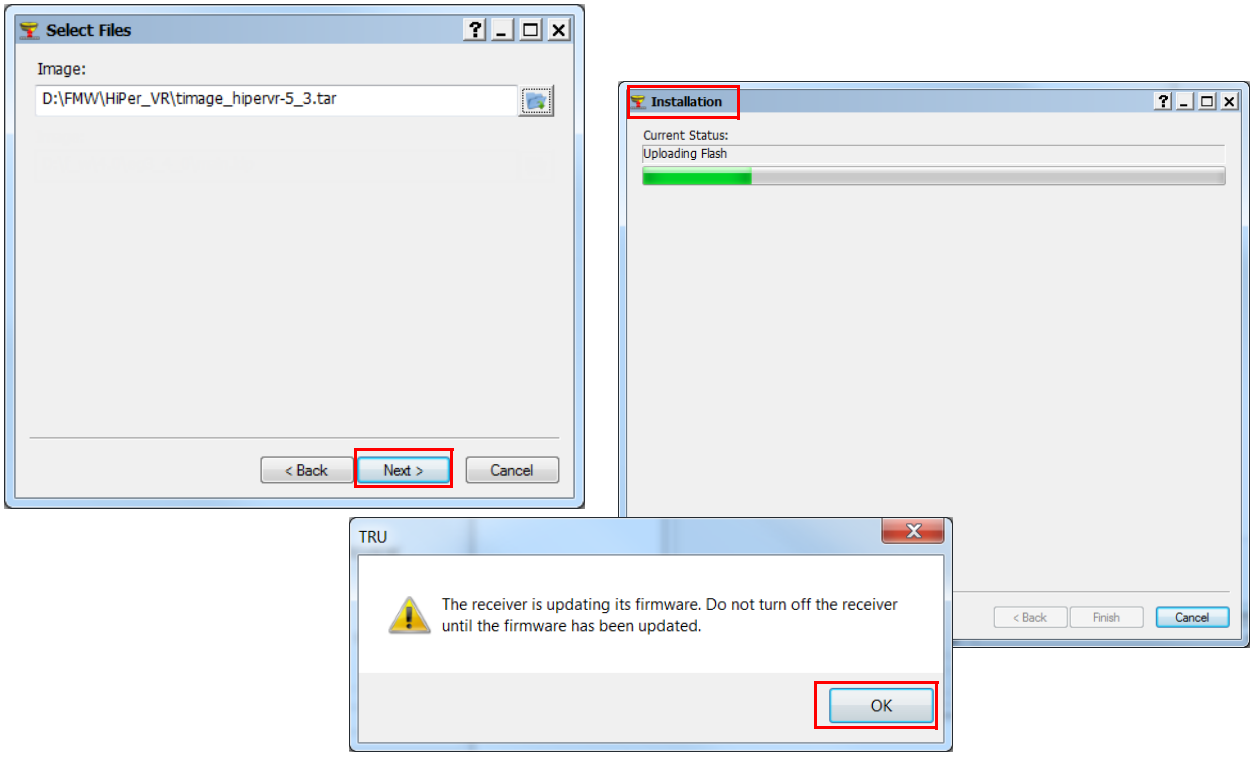

Figure 5-4: Écrans Select Files/Installation Screens (Sélectionner les fichiers/Installation)
13. Cliquez sur **Next**. L'écran **Select Files** s'affiche (Figure 5-4).
15. Cliquez sur **Next**. L'écran **Installation** s'affiche et le transfert du micrologiciel démarre (Figure 5-4).